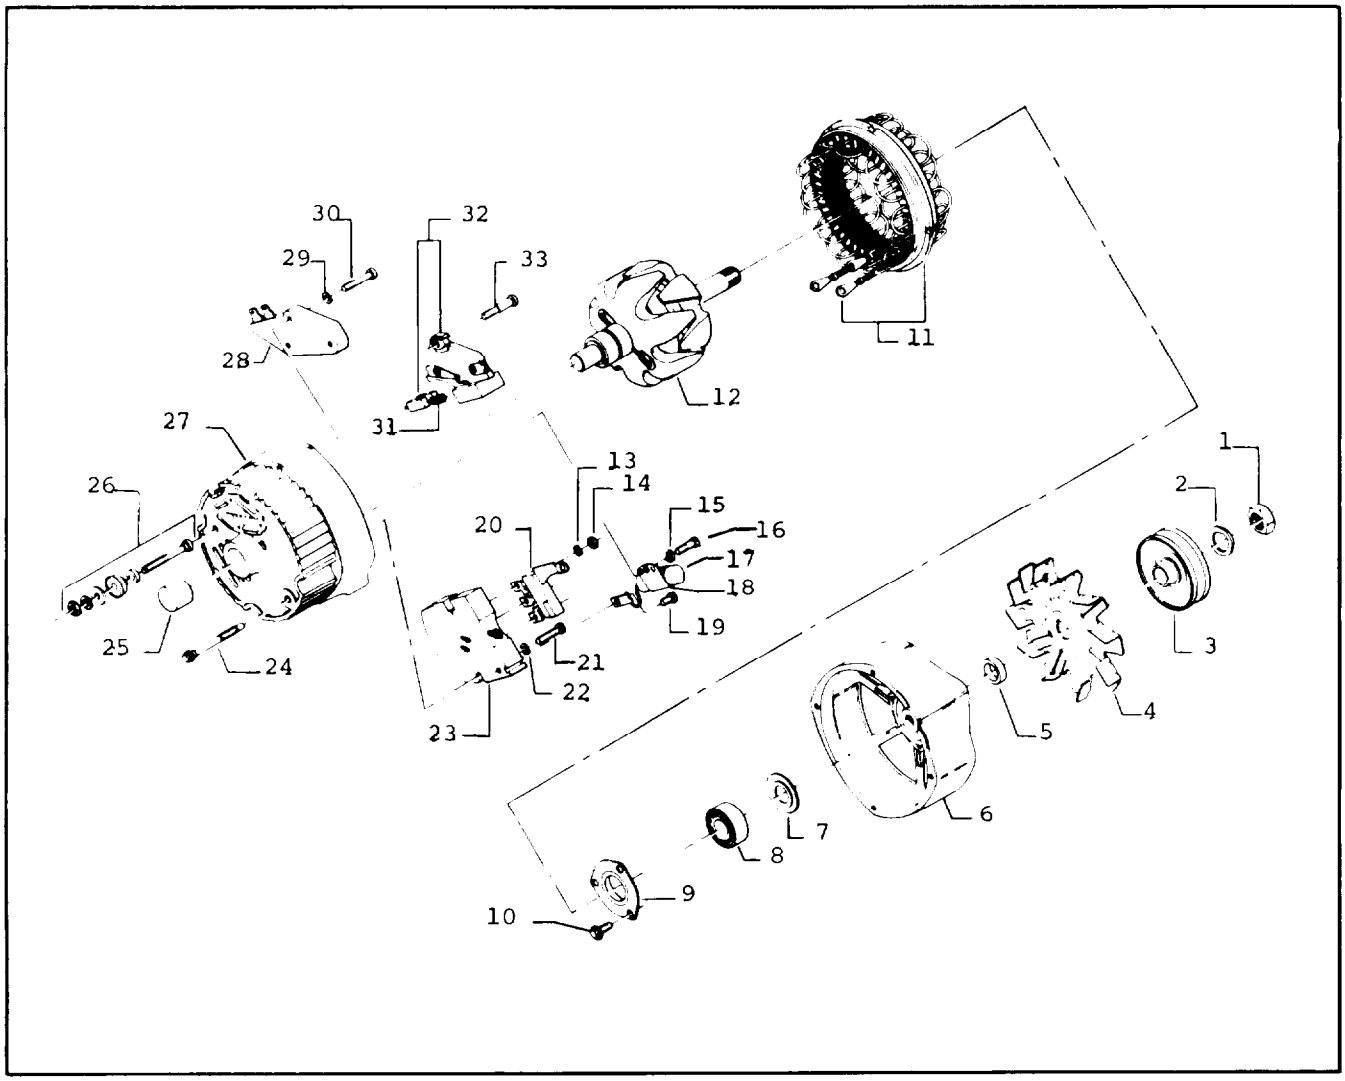

Figure 5-79. Alternator Assembly
a. Refer to figure 5-79 for parts identification.